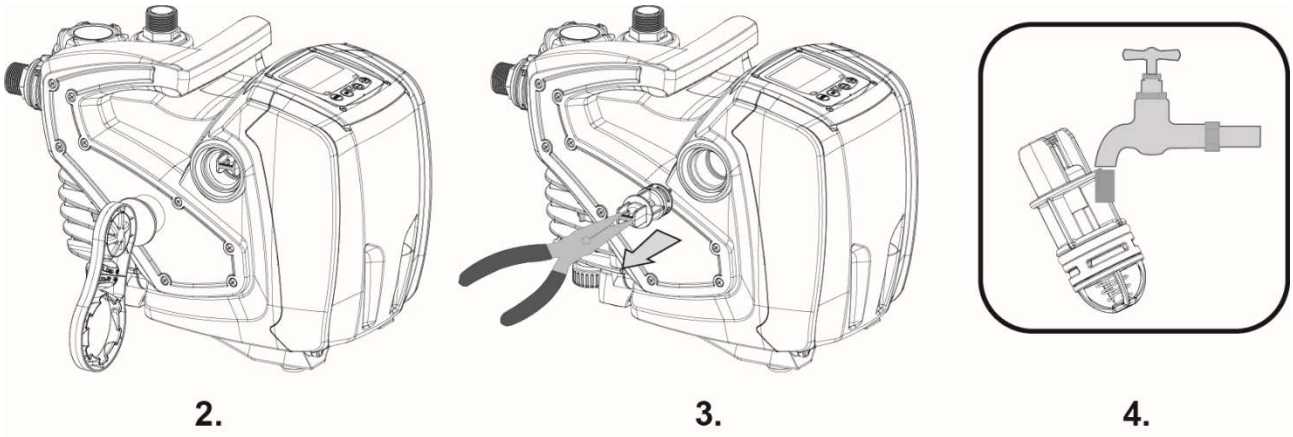

Fig. 8
2. Fjern udluftningsproppen ved hjælp af en skruetrækker eller det dertil beregnede værktøj for at få adgang til tilbageslagsventilen (fig. 8).
3. Fjern patronen fra tilbageslagsventilen ved hjælp af en tang uden at dreje. Grib fat omkring den dertil beregnede bro (fig. 8). Indgrebet kræver styrke.
5. Indsæt patronen i det respektive sæde på ny. Indgrebet kræver den styrke, som er nødvendig for at sammenpresse de to O-ringe (fig. 8).
6. Fastspænd udluftningsproppen til stoppet. Hvis patronen ikke er blevet presset korrekt ind i sædet, sikrer fastspændingen af proppen, at dette sker (fig. 8).